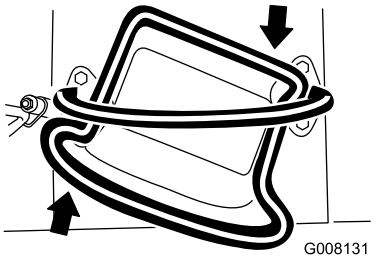

Figur 10
- Vrid drivreglaget medurs för att svänga åt höger (Figur 10).